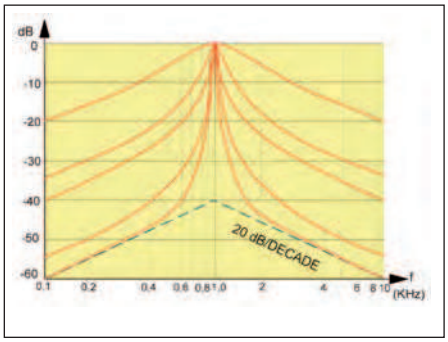
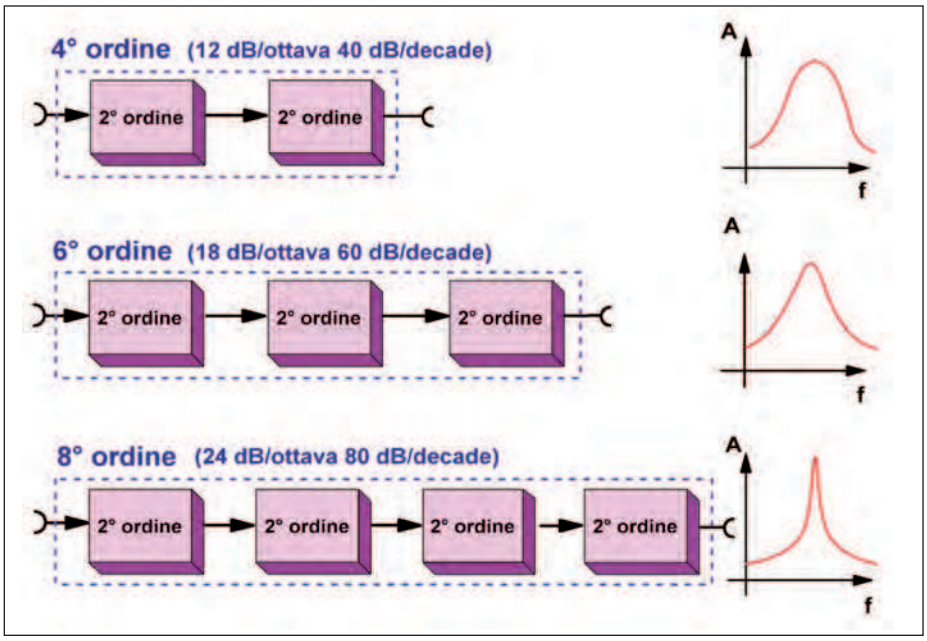

Figura 1: differenti risposte di filtri selettivi per diversi valori di Q.
Figura 3: filtri di ordine secondo posti in cascata per aumentare il Q complessivo.
Con questa operazione si è conclusa la realizzazione del nostro dissuasore audio (vedi **figura 1**), non rimane che trovare una sistemazione adeguata per metterlo in funzione.
Il Q, che può anche essere definito il fattore di merito del filtro, è un parametro molto importante nella stesura di un progetto con filtri selettivi e merita di essere approfondito adeguatamente. La **figura 1** mostra graficamente il concetto di Q che, ricordiamolo, è un numero puro. Osservando la **figura 1**, possiamo notare come le pendenze dei filtri aventi differente valore di Q tendano sempre ad approssimarsi alla pendenza di 20 dB per decade (6 dB per ottava) quando la frequenza si allontana dal valore centrale (fo). Tutto ciò accade per qualsiasi larghezza di banda (B) e per valori delle frequenze di taglio (ftl e fth) alquanto differenti. Il circuito più comunemente usato per realizzare filtri selettivi a banda stretta è il filtro passa banda a reazioni multiple. Viene definito così in quanto il circuito che ripropone parte del segnale d'uscita all'ingresso (controreazione) è composto da una parte resistiva e da una capacitiva. Non è la sola tipologia circuitale possibile ma, a giudizio di molti, è un ottimo compromesso fra prestazioni e semplicità progettuale, per cui verrà presentata in queste pagine. In **figura 2 a** vi è la soluzione circuitale per alimentazione singola mentre, in **figura 2 b**, possiamo trovare la schematizzazione
Il tipo di filtro presentato è definito di secondo ordine. In realtà tale definizione potrebbe sembrare un po' fittizia in quanto, osservando nuovamente la **figura 1**, possiamo notare che per valori di frequenza lontani dalla risonanza, la pendenza del filtro è 20 dB/decade o 6 dB/ottava. I lettori ricorderanno che tali valori erano propri dei filtri di primo ordine VCVS (vedi puntate precedenti). Tuttavia l'ordine di un filtro è deciso anche da particolari elementi della sua funzione di trasferimento, in particolare dai cosiddetti poli. Senza troppo approfondire, diremo che i poli di una funzione sono quei particolari numeri capaci di mandare la funzione stessa ad un valore numerico infinito. I filtri a reazioni multiple hanno un polo nella loro funzione di trasferimento e, per definizione, un singolo polo contraddistingue una cella di ordine secondo. Questo discorso serve ad introdurre la possibilità di ottenere filtri aventi pendenze fuori risonanza più ripide, in particolare del quarto, del sesto e dell'ottavo ordine **(vedi figura 3)**. Per ottenere filtri passa banda di ordine superiore al secondo, come si evince dalla **figura 3**, è
*Nel primo caso osserveremo, magari con l'aiuto di un oscilloscopio, la classica forma che ben conosciamo. Nel secondo invece avremo a che fare con un segmento verticale e per visualizzare ciò ci occorrerà un analizzatore di spettro **(vedi figura 1)**. Purtroppo, nella realtà, di funzioni sinusoidali prive di distorsione ve ne sono ben poche. Infatti, è sufficiente applicare alla forma d'onda fornita dal gestore un qualsiasi carico non perfettamente resisitivo per deformare, in maniera più o meno evidente, la nostra forma d'onda così perfetta. Si osservi il banale circuito d'alimentazione presentato in **figura 2**. Supponendo che la forma d'onda di*
Adesso occorre definire la pendenza del filtro, essa costituirà la nostra seconda specifica di progetto. Per la nostra ipotetica applicazione supponiamo che ci occorra una pendenza pari a 60 dB/decade (18 dB/ottava). Con questi parametri la nostra cella filtrante può rientrare nella categoria dei filtri abbastanza selettivi, adatti cioè ad amplificare un campo di frequenze molto ristretto. Bene, per ottenere una risposta di 60 dB/decade occorreranno 3 celle di secondo ordine identiche (vedi **figura 3**). Il problema che
*corrente applicata la primario del trasformatore sia pressoché perfetta - ovvero priva di distorsioni - non possiamo dire altrettanto per la corrente I che scorre nel diodo **(vedi figura 3)**. Infatti la natura della corrente circolante, per motivi legati alla configurazione circuitale ed alla presenza del condensatore C, ci presenta una forma d'onda che sinusoidale proprio non è! E' noto da tempo che una frequenza fondamentale è accompagnata da un certo numero di frequenze associate, dette armoniche, che possiedono ampiezza decrescente e frequenza multipla della fondamentale. Ad esempio, per la tensione di rete si avrà:*